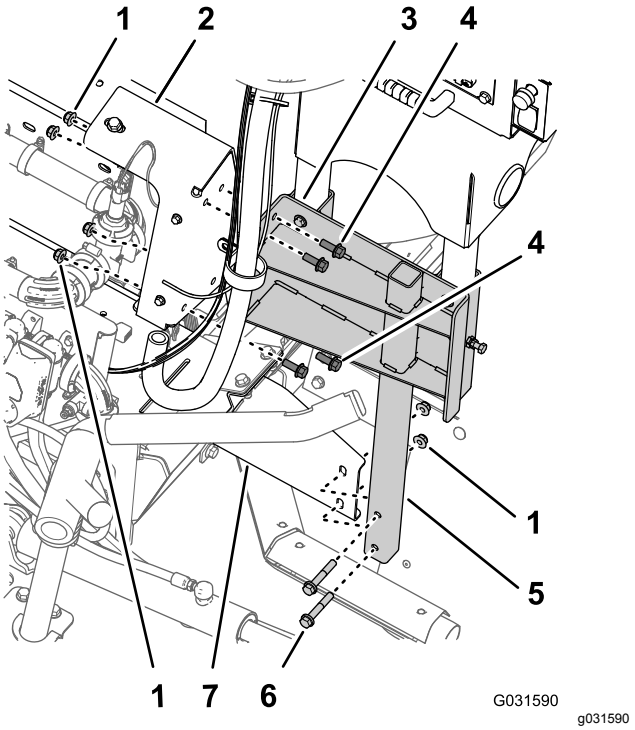

Figur 182
2. Ret hullerne i støttekanalen til drejeslangetromlen ind med hullerne i manifoldbeslaget til sprøjtens ventiler (Figur 182).
3. Ret hullerne i det nederste rørstel til den drejelige slangeknivcylinder ind efter hullerne i monteringsbeslaget på maskinens højre stelkanal (Figur 182).
4. Monter støttekanalen på cylinderbeslaget (Figur 182) med de fire flangehovedbolte (3/8 x 1 tomme) og flangelåsemøtrikker (3/8 tomme), som du afmonterede i trin 3 i Afmontering af drejeslangetromlen fra manifoldbeslaget (side 15).
5. Monter det nederste rørstel på monteringsbeslaget (Figur 182) med de 2 flangehovedbolte (3/8 x 2-1/4 tommer) og 2 flangelåsemøtrikker (3/8 tomme), du fjernede i trin 2 i Afmontering af drejeslangetromlen fra manifoldbeslaget (side 15).